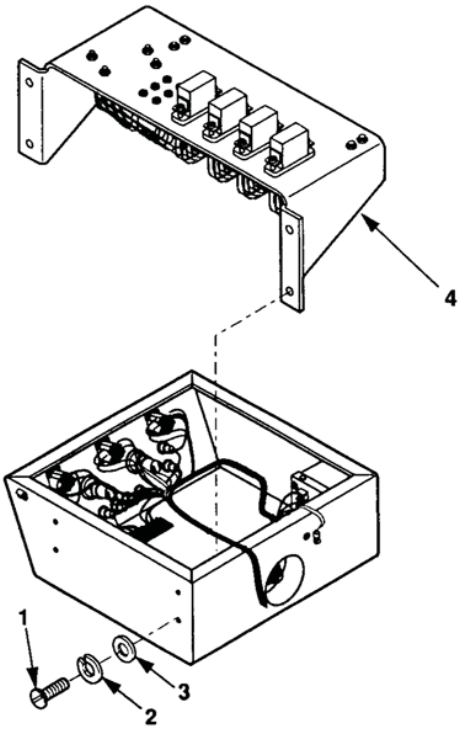

Figure 4. Relay Board Assembly Removal.
6. Remove four screws (Figure 4, Item 1), lockwashers (2), and flat washers (3), and invert relay board assembly (4).
4. Position relay board (Figure 4, Item 4) and install four flat washers (3), lockwashers (2), and screws (1).